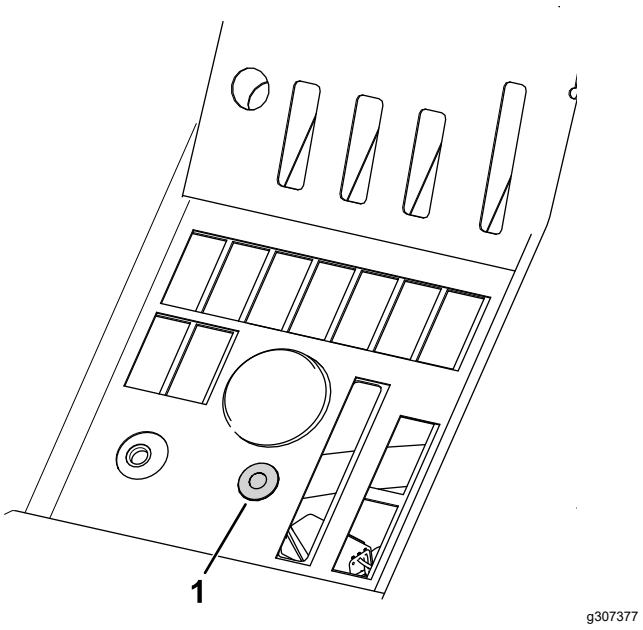

Figur 5
7. Ta bort pluggen och montera lysdioden på kontrollpanelen enligt Figur 5.